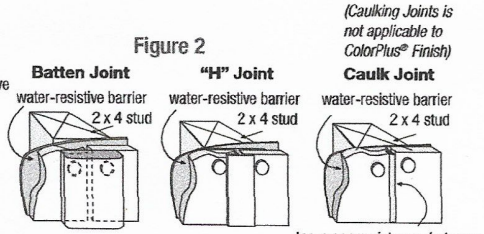

Figure 3
- Horizontal Joints - Provide Z-flashing at all horizontal joints (fig. 3).